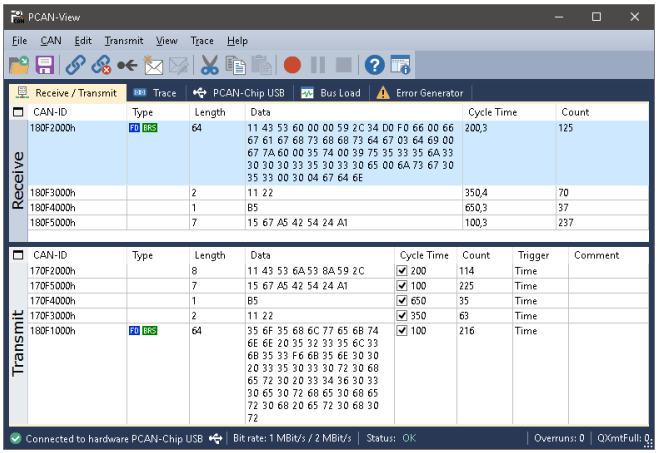

Abbildung 17: Registerkarte Senden/Empfangen
8. Bestätigen Sie abschließend die Angaben im Dialogfenster mit **OK**. Das Hauptfenster erscheint (siehe Abbildung 17).